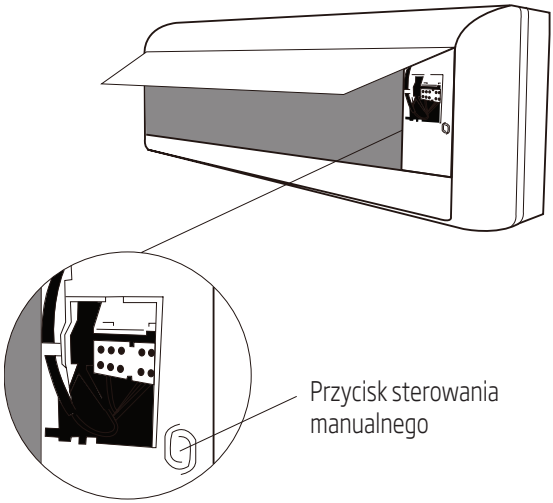

Rys. 10.1
2. Przycisk MANUAL CONTROL (Sterowanie ręczne) znajduje się po prawej stronie jednostki. Nacisnąć go 2 razy, aby wybrać funkcję COOL (Chłodzenie). Patrz Rys. 10.1.